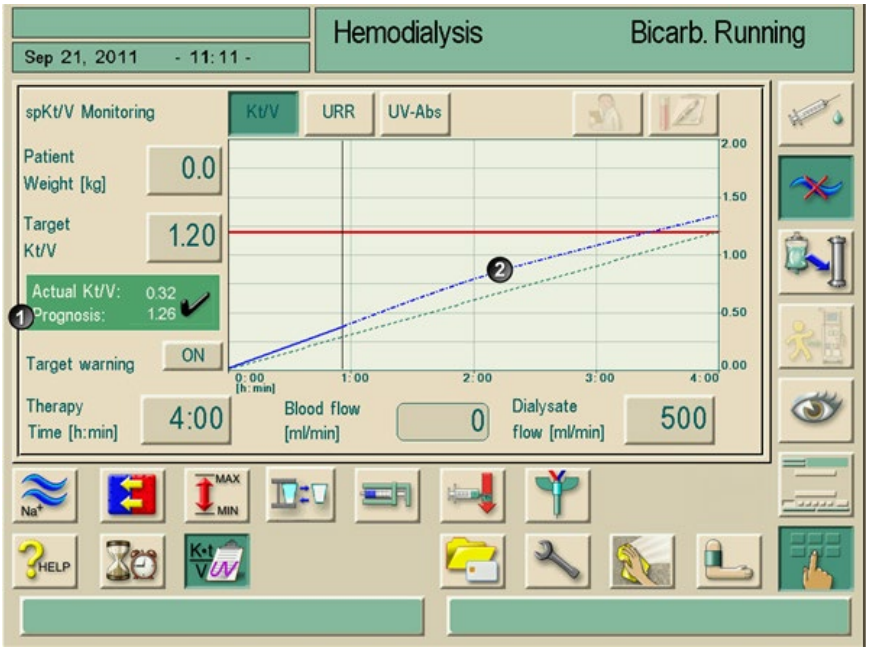

Fig. 10-18 Numerical and graphical display of the prognosis
In hemodialysis (HD) mode the user gets a “prognosis” of the estimated Kt/V value at the end of therapy. It is displayed numerically (Fig. 10-18, 1) and graphically (Fig. 10-18, 2). The blue actual progress line will be extended from the actual therapy status in order to predict the therapy progress.